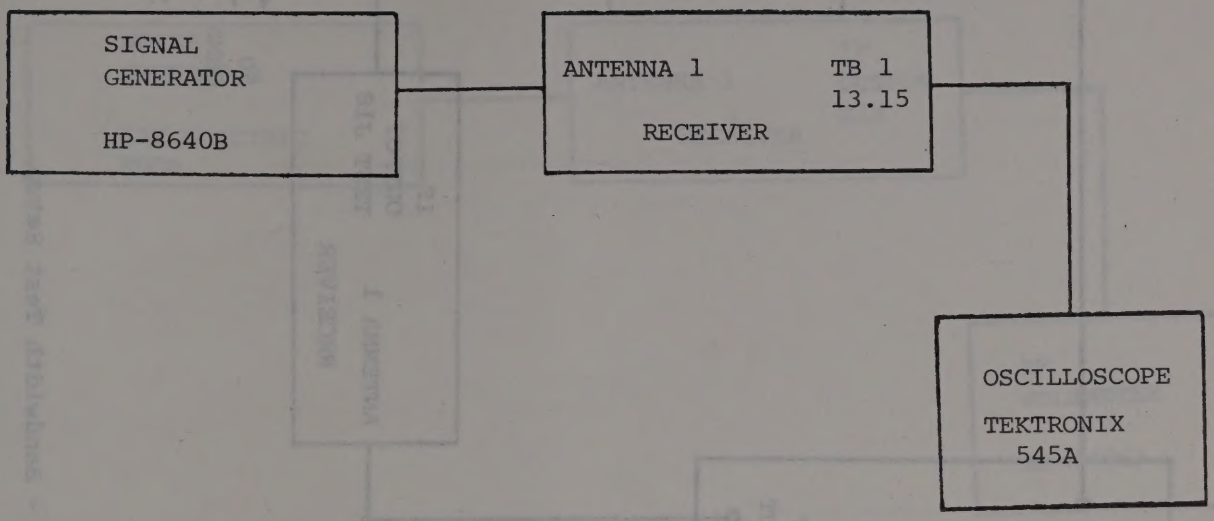

Figure 5-17. Receiver Unit Minimum Performance - Sensitivity Test Setup
a. Connect test equipment as shown in figure 5-17.
(1) Set receiver controls in following positions: